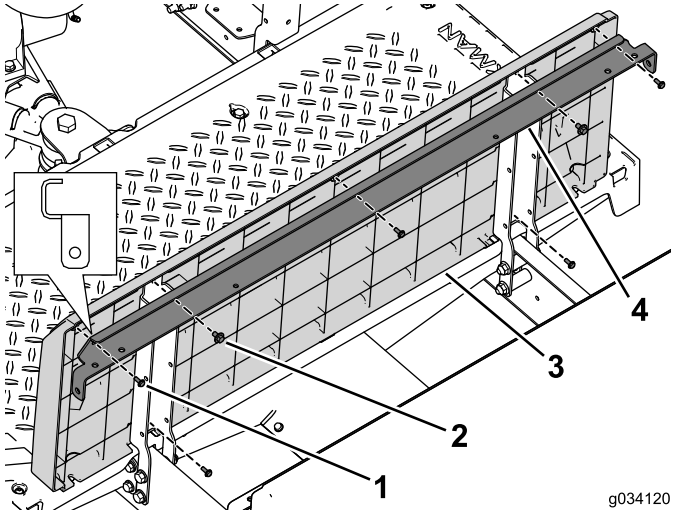

Рисунок 40
4. С помощью 2 болтов с шайбами в сборе (1/4 x 1/2 дюйма) прикрепите угловой опорный кронштейн и панель основания сиденья к левой и правой опорам сиденья (Рисунок 40).
5. С помощью 5 винтов (№ 10 x 1/2 дюйма) прикрепите заднюю панель к скобе и опорам сиденья (Рисунок 40).